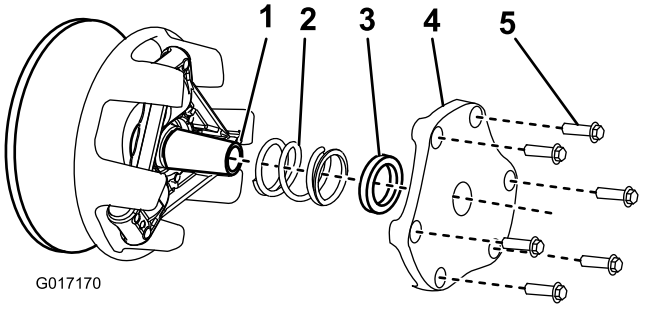

Rysunek 61
4. Zdejmij i odłóż na bok pokrywę, podkładkę dystansową i sprężynę (Rysunek 61).